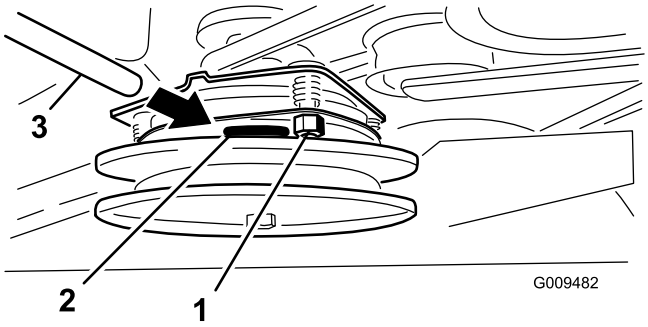

Figur 60
3. Tilspænd låsemøtrikkerne, indtil søgeren binder let, men den kan let flyttes inden for luftgabet (Figur 60).